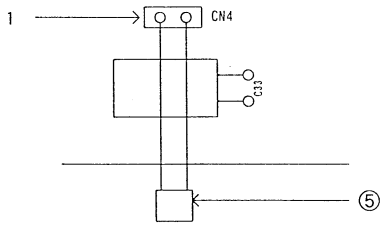

Figure 4 Installing the G3E01152
Solder product ⑤ -1 to CN4 as shown in Figure 4.